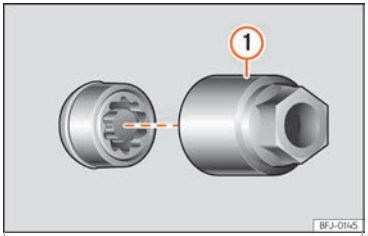

Fig. 74 Tornillo antirrobo de la rueda con capuchón y adaptador.
- Encaje el adaptador especial ››› fig. 74 ① (herramienta de a bordo) en el tornillo antirrobo de la rueda hasta el tope.